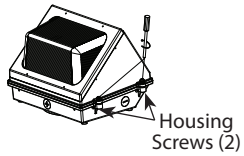

Fig: 6
7. Mount the **Housing** over the **Housing Back Plate** and secure with (*2*) **Screws** *(provided)* as shown in **Fig. 6.**